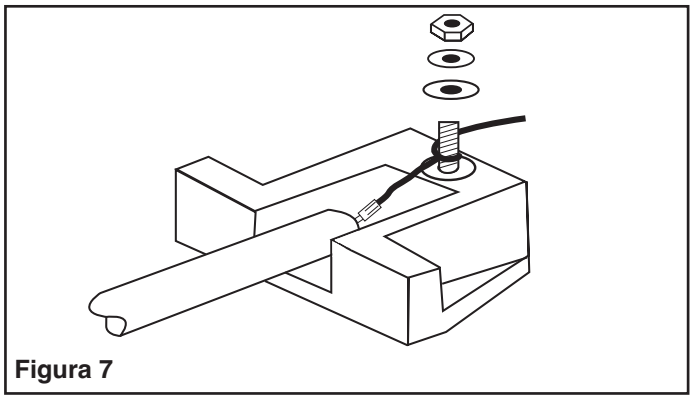

**Figura 7**
1. Extraer la cubierta del terminal a cada extremo del artefacto para obtener acceso a los bloques terminales. Aflojar la tuerca hexagonal no. 10 en el perno prisionero terminal. A continuación envolver la guía del elemento alrededor del terminal una vuelta completa según indicado en la Figura 7. Ajustar la tuerca, asegurándose que haya un poco de exceso en la guía después de fijar. Cortar y descartar el exceso de cable.